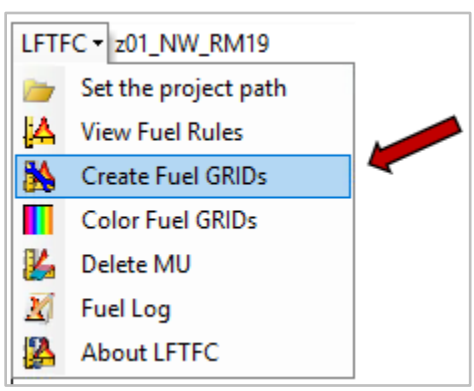

Figure 6-18*. Select* ***Create FUEL GRIDs*** *on the drop- down menu.*
- When the rules have been completed to your satisfaction as described above, select **Create FUEL GRIDs** on the LFTFC drop-down menu (Figure 6-18).